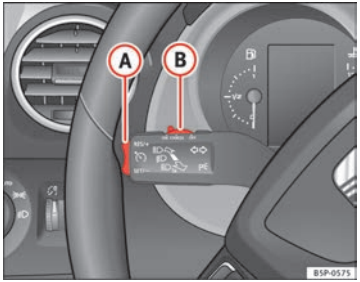

Fig. 154 Turn signal and main beam headlight lever: switch and rocker switch for the cruise control
– Press the upper part **RES/+** of the rocker switch ⇒ Fig. 154 (A) to increase the speed. The vehicle will continue to accelerate as long as you keep the rocker switch pressed. When you release the switch, the new speed is stored.
Cruise control is switched off if you reduce speed by depressing the brake pedal. You can reactivate the control by pressing once on the upper part of the rocker switch **RES/+** ⇒ Fig. 154 (A).